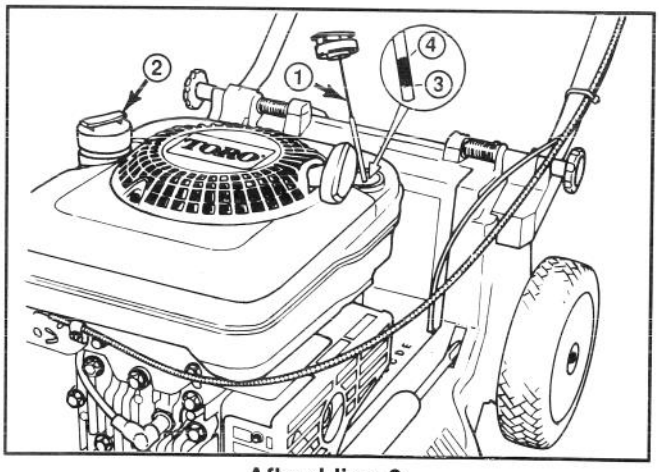

Afbeelding 6
3. Veeg de oliepeilstok af en steek hem weer in het vulgat. Draai de dop een kwartslag naar rechts. Verwijder daarna de oliepeilstok weer en controleer het oliepeil (Afb. 6). **INDIEN HET PEIL TE LAAG IS, OLIE BIJVULLEN TOT AAN DE VULLIJN OP DE OLIEPEILSTOK. VUL NIET BOVEN DE VULLIJN OMDAT DE MOTOR BIJ HET STARTEN ZOU KUNNEN BESCHADIGEN. LANGZAAM BIJVULLEN.**
1. Maak de tank rond de dop schoon en verwijder de dop van de tank (Afb. 6). Vul de tank met loodvrije benzine tot ongeveer 6-13 mm van de rand.
1. CONTROLEER HET OLIEPEIL—Houd het oliepeil tussen "ADD" en "FULL" zoals op de oliepeilstok is aangegeven (Afb. 6).
2. MAAIEN EN GRASPAKKING—De beste resultaten worden verkregen, wanneer ongeveer 1/3 van de grasspriet wordt afgemaaid. Als het gras lang is, stel dan de maaier tijdens de eerste maaironde in de hoogste stand (E). Maai het gras daarna nog eens op normale maaihoogte. Indien u teveel van het lange gras afmaait, kan de maaier verstopt raken en de motor afslaan.